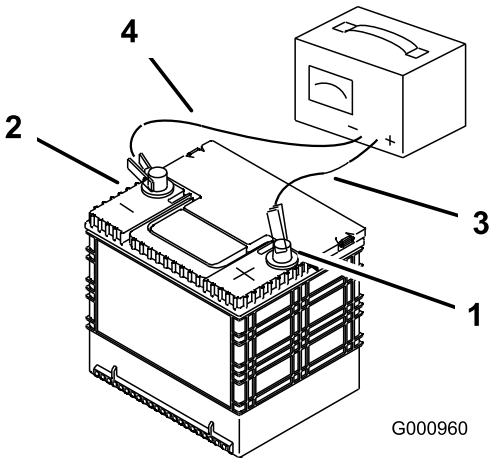

Figuur 54
2. Zodra de accu volledig is opgeladen, haalt u de acculader uit het stopcontact en maakt u vervolgens de oplaadkabels los van de accuklemmen (Figuur 54).